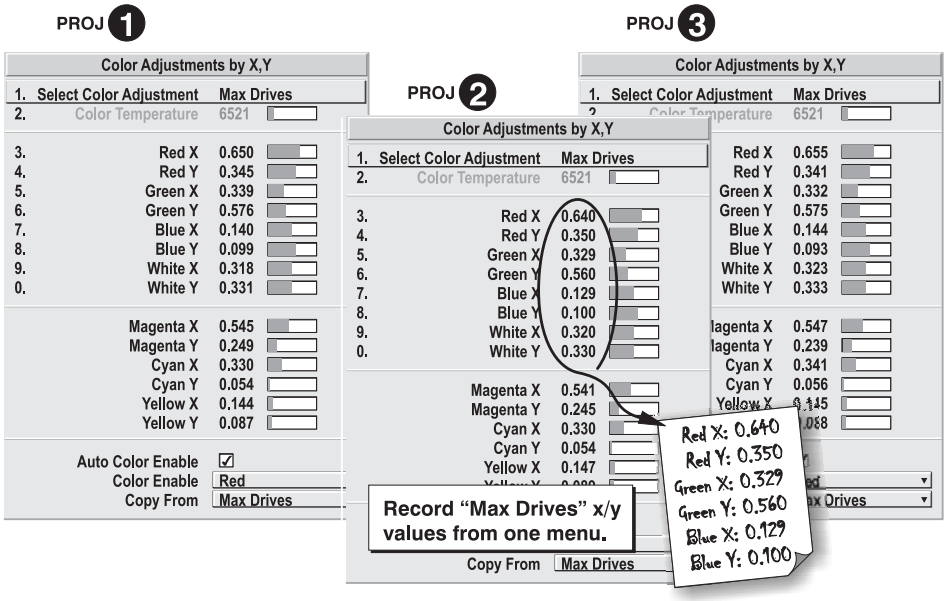

Figure 3.30. Jot Down a Set of "Max Drives" X/Y Values
4. Display the *Color Adjustments by X,Y* menus for all projectors. Each menu shows the x/y coordinates defining the "Max Drives" color gamut for this projector. Jot down the values shown in one (any) of the displays. See Figure 3.30. Or use "Copy From" to copy these into a "User" gamut for this projector.